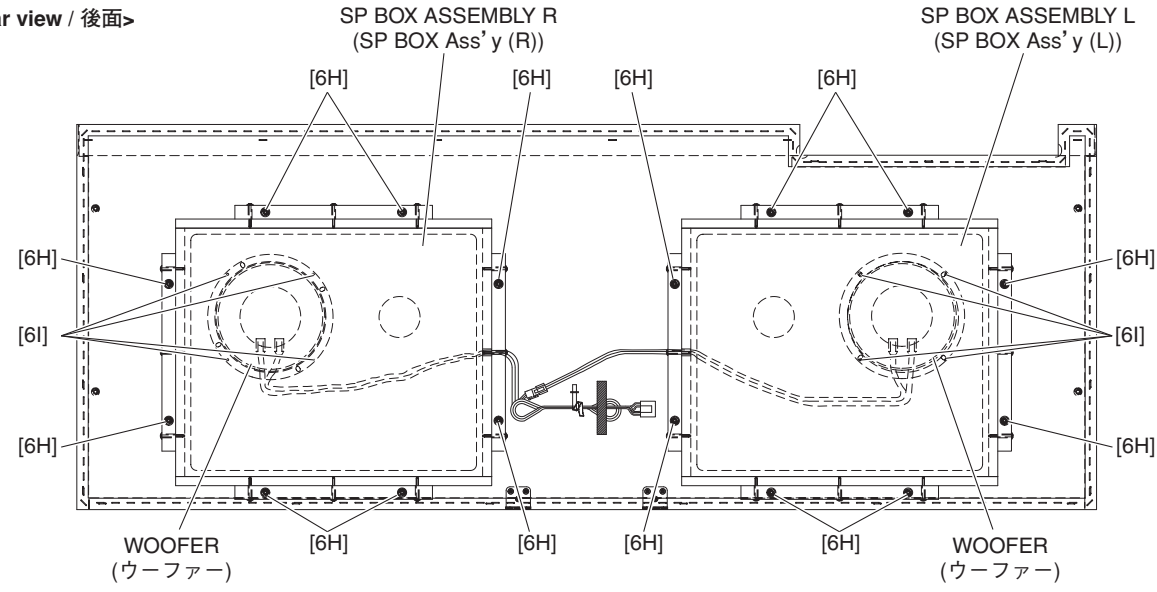

Fig. 19（図 19）
24-3. Remove the eight (8) screws marked [6H]. The SP box assembly L can then be removed. (Fig. 19)
24-4. Remove the four (4) screws marked [6I]. The woofer can then be removed. (Fig. 19)
24-3. [6H] のネジ 8 本を外し、SP BOX Ass'y (L) を外します。(図 19)
24-4. [6I] のネジ 4 本を外し、ウーファーを外します。(図 19)